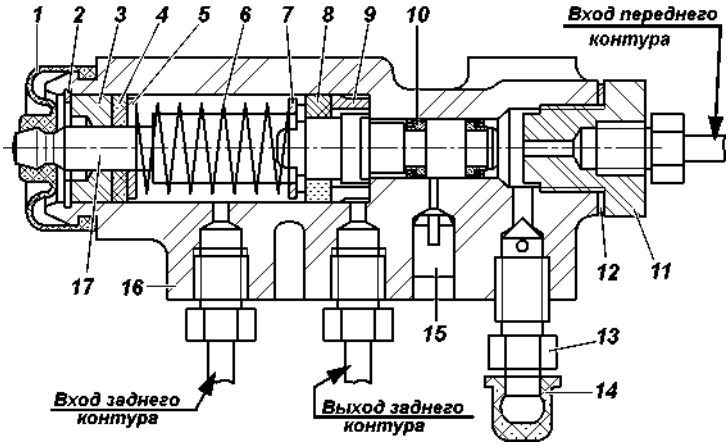

Рис. 9.29. Регулятор давления:
Регулятор давления. На автомобилях, не оснащенных антиблокировочной системой тормозов, устанавливается регулятор давления (рис. 9.29), который обеспечивает оптимальное распределение тормозных сил по осям автомобиля и не допускает блокировку задних колес раньше передних. При обслуживании проверяйте работоспособность регулятора давления. Очищайте регулятор от грязи и проверяйте надежность его крепления. Внешним осмотром убедитесь, что регулятор и детали его привода не имеют повреждений, отсутствуют подтекания тормозной жидкости и люфты в соединении стойки с упругим рычагом и кронштейном на заднем мосту.
При нажатии на педаль тормоза поршень17 (рис. 9.29) регулятора давления должен выдвинуться из корпуса на 1,7 – 2,3 мм. Отсутствие
3. Заверните болт 3 до соприкосновения его с хвостовиком поршня 17 (рис. 9.29) регулятора.
4. Доверните болт 3 (рис. 9.29) на 2/3 оборота (14 граней головки болта.